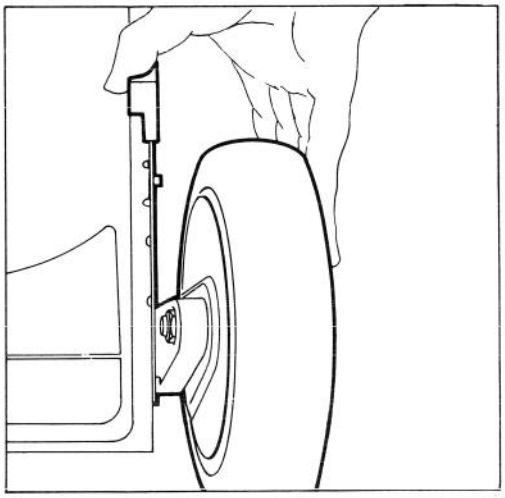

Abbildung 9
2. Zur leichteren Einstellung, Mähgehäuse anheben damit das Rad nicht mehr auf dem Boden ist. Dabei nicht mit der Hand unter das Gehäuse greifen. Drücken sie den Schnitthöhen-Einstellhebel zum Ras hin (Abb. 9) und stellen Sie die gewünschte Schnitthöhe ein. Stellen Sie sicher, daß der Stift des Einstellhebels in die Kerbe am Gehäuse einrastet. Stellen Sie alle Räder auf die gleiche Höhe ein.